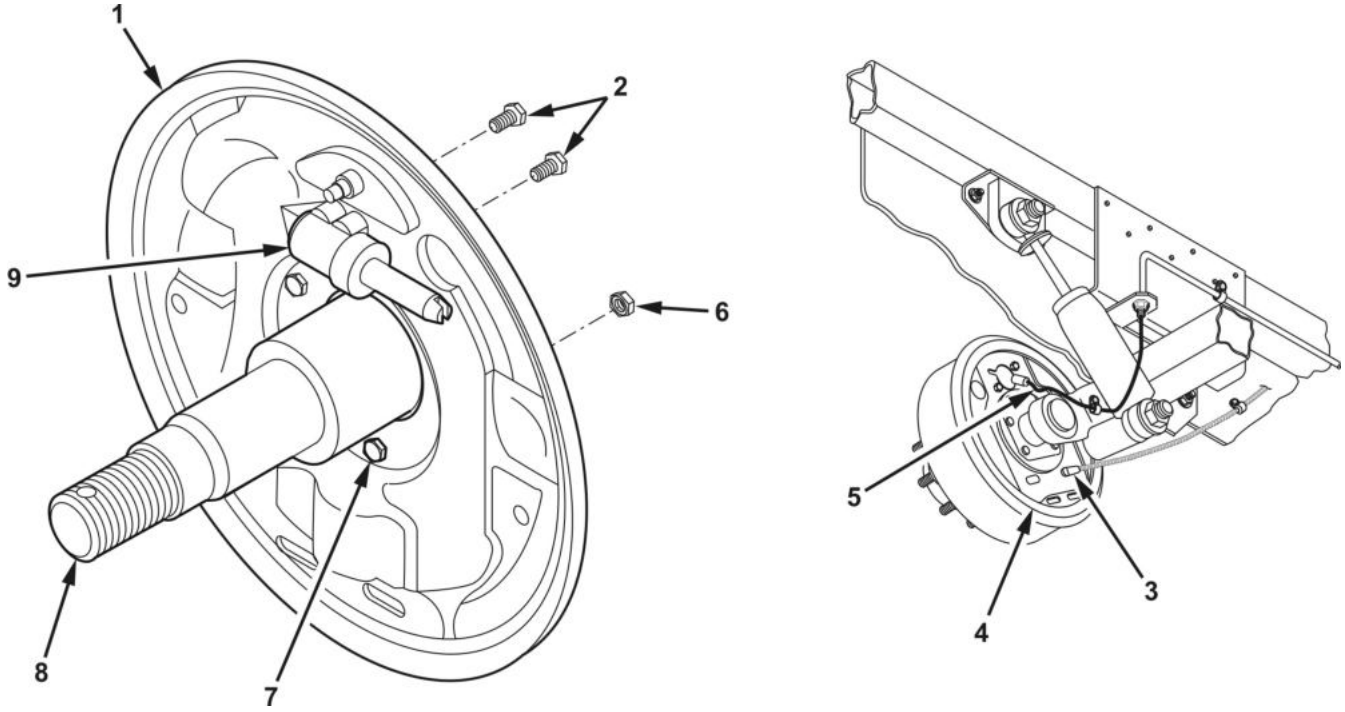

Figure 7. Backing Plate Removal.
- Front Brakeshoe (WP 0075, Figure 7, Item 15)
- Locknut Qty: 2 (WP 0075, Figure 7, Item 13)
- Rear Brakeshoe (WP 0075, Figure 7, Item 30)
- Spring Washer (WP 0075, Figure 7, Item 22)
3. Disconnect handbrake cable sheath (Figure 7, Item 3) from backing plate (Figure 7, Item 4).
4. Remove two capscrews (Figure 7, Item 2) with integral lockwashers securing wheel cylinder (Figure 7, Item 9) to backing plate (Figure 7, Item 1). Pull wheel cylinder loose from backing plate and disconnect flex brake line (Figure 7, Item 5) from wheel cylinder. Install temporary plug in end of flex line. Remove wheel cylinder.
5. Remove five nuts (Figure 7, Item 6) from mounting studs (Figure 7, Item 7) securing backing plate (Figure 7, Item 4) to axle spindle (Figure 7, Item 8). Remove backing plate (Figure 7, Item 1).